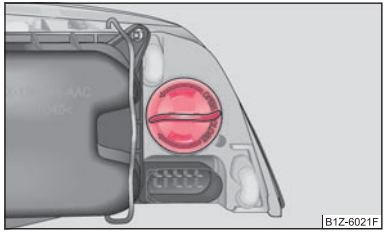

Fig. 151 Dépose de l'ampoule du clignotant avant
- Faites tourner la douille dans le sens de la flèche **OPEN (ouverture)** et sortez-la en même temps que l'ampoule du clignotant ⇒ fig. 151.